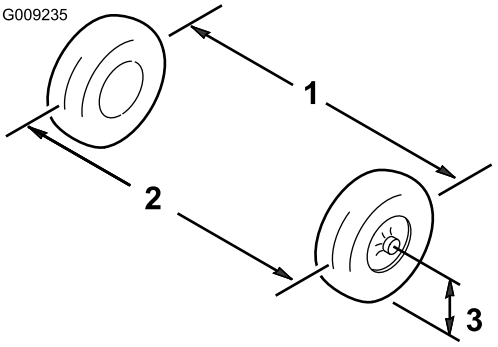

Figuur 62
6. Meet ter hoogte van de as de afstand tussen de voorwielen aan de voorkant en de achterkant van de wielen (Figuur 62).